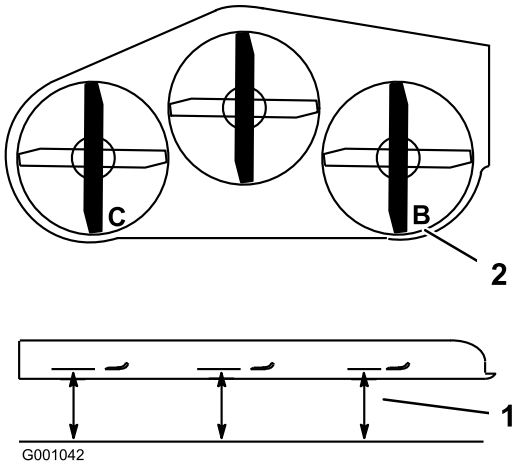

Figur 71
1. Placer højre kniv på langs (Figur 71).
2. Mål den højre kniv ved punktet **B** fra en plan overflade til knivspidsens skarpe kant (Figur 71).
4. Placer venstre kniv på langs (Figur 71).
5. Mål den venstre kniv ved punktet **C** (Figur 71) fra en plan overflade til knivspidsens skarpe kant.